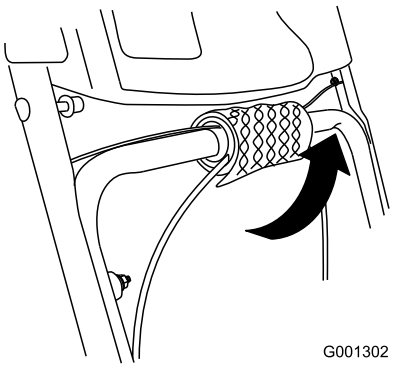

Рисунок 5
1. Разверните концы троса нижней рукоятки (Рисунок 5).